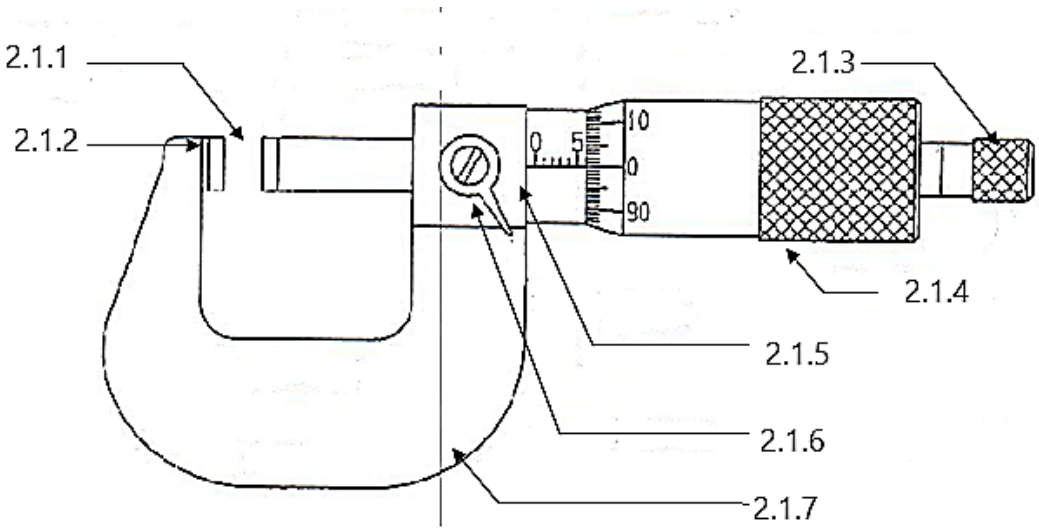

FIGUUR 1 (7)
2.1 FIGUUR 1 hier onder toon 'n diagram van 'n buitemikrometer.